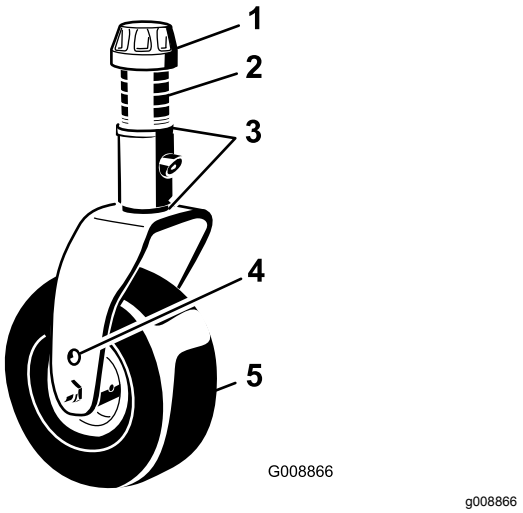

**Figuur 28**
3. Stel de opvulstukken (3 mm) op de voorste zwenkwielvork(en) in naargelang de maaihoogtesticker (Figuur 28); zie Schuinstand van het maaidek afstellen (bladz. 72).